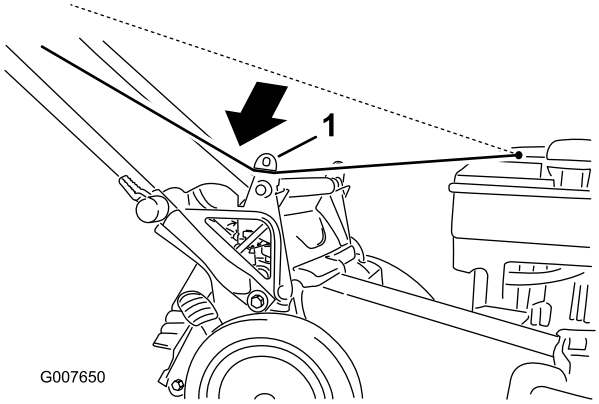

**Figuur 20**
1. Laat het startkoord rond de onderste koordgeleider lopen (Figuur 20).